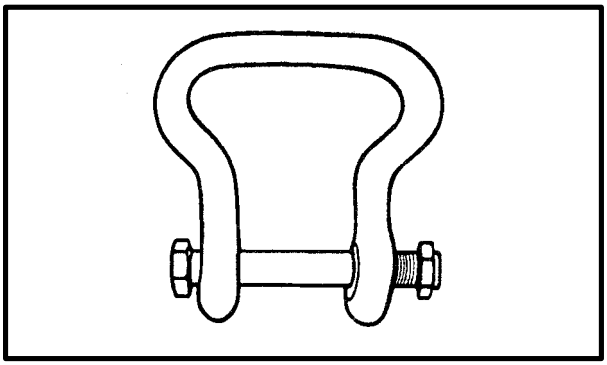

*Figure 8-16. Medium Clevis Assembly (Part No. MS 70087-2)*
**(2) Medium Clevis.** This clevis (Figure 8-16) can lift single lift point loads up to a maximum weight of 6,250 pounds. It also can be used to attach sling legs of a four-legged sling set to a load weighing up to 15,000 pounds. If the load has two or three attachment points, the maximum load weight is 7,500 and 11,250 pounds, respectively. It is commonly used to join the four suspension web straps on the A-22 cargo bag. The medium clevis has a 3/4-inch bolt and nut.